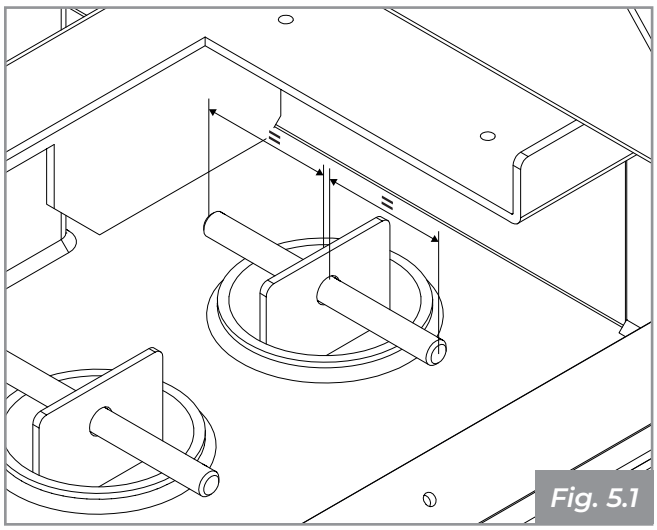

*Fig. 5.1*
- vérifier le bon positionnement des fiches sur les turbulateurs **(Fig. 5.1)** et des déflecteurs du circuit des fumées ;